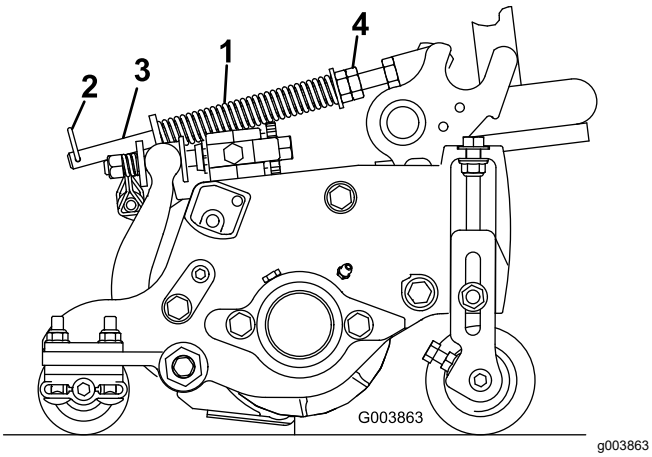

Figuur 87
De gazoncompensatieveer zorgt ervoor dat het gewicht van de voorste naar de achterste roller wordt verplaatst (Figuur 87). Dit voorkomt dat er een golfpatroon in de grasmat ontstaat, ook wel bekend als 'bobbing'.
1. Monteer de borgpen in de achterste opening in de veerstang (Figuur 87).
2. Draai de zeskantige moeren op het voorste uiteinde van de veerstang vast totdat de lengte van de samengedrukte veer 12,7 cm bedraagt op de maaidekken van 12,7 cm of 15,9 cm op de maaidekken van 17,8 cm (Figuur 87).